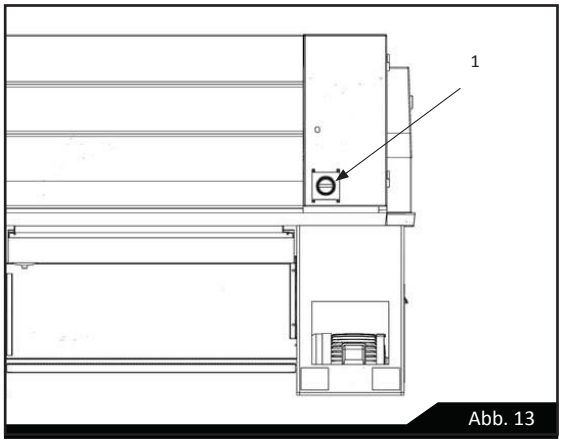

Abb. 13
(1) NETZSCHALTER: Wenn der Hauptnetzschalter (1) an der Schaltkastentür eingeschaltet wird, leuchtet die Kontrollleuchte (2) auf und die Stromzufuhr ist eingeschaltet. (Siehe dazu Abbildung 13.)
(2) NETZKONTROLLLEUCHTE: Nachdem die Stromzufuhr eingeschaltet wurde, leuchtet diese Kontrollleuchte auf.
(3) NOT-AUS-SCHALTER: Den ROTEN Pilzdrucktaster drücken, um die Stromzufuhr auszuschalten und den Hauptmotor und die Kühlmittelpumpe zu stoppen.
(4) TASTE FÜR TIPPBETRIEB JOG: Die GRÜNE Taste drücken, um die Spindel langsam zu bewegen. Dadurch wird die Spindeldrehzahlwahl erleichtert. (Der Hebel für Spindeldrehung muss in der Neutralstellung sein).
(5) SPINDELDREHZAHLREGLER: Hiermit kann die Spindeldrehzahl eingestellt werden.
(6) Spindeldrehzahltabelle.
(7) Schalter für Kühlmittel EIN/AUS.
(8) Schalter für Endabdeckung: Muss die Endabdeckung zu Einstell- oder Wartungszwecken geöffnet werden, diesen Schalter betätigen. Daraufhin werden alle Drehbewegungen gestoppt.